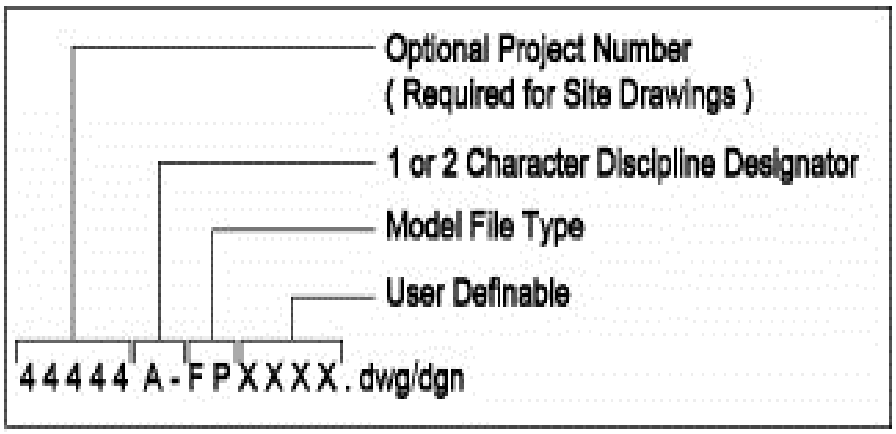

Figure 2 - Model File Naming Convention
1. The model file naming convention (Figure 2) has four fields. The first field is optional for all trades except V, B, C and L. The following three fields are mandatory. The fields must appear in the correct sequence.